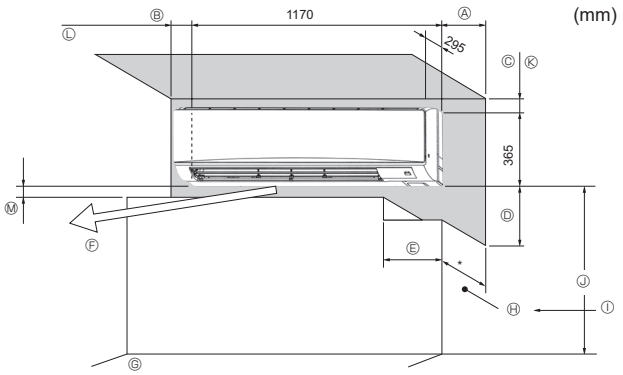

Fig. 2-1
2.1. Udvendige mål (Indendørs enhed) (Fig. 2-1)